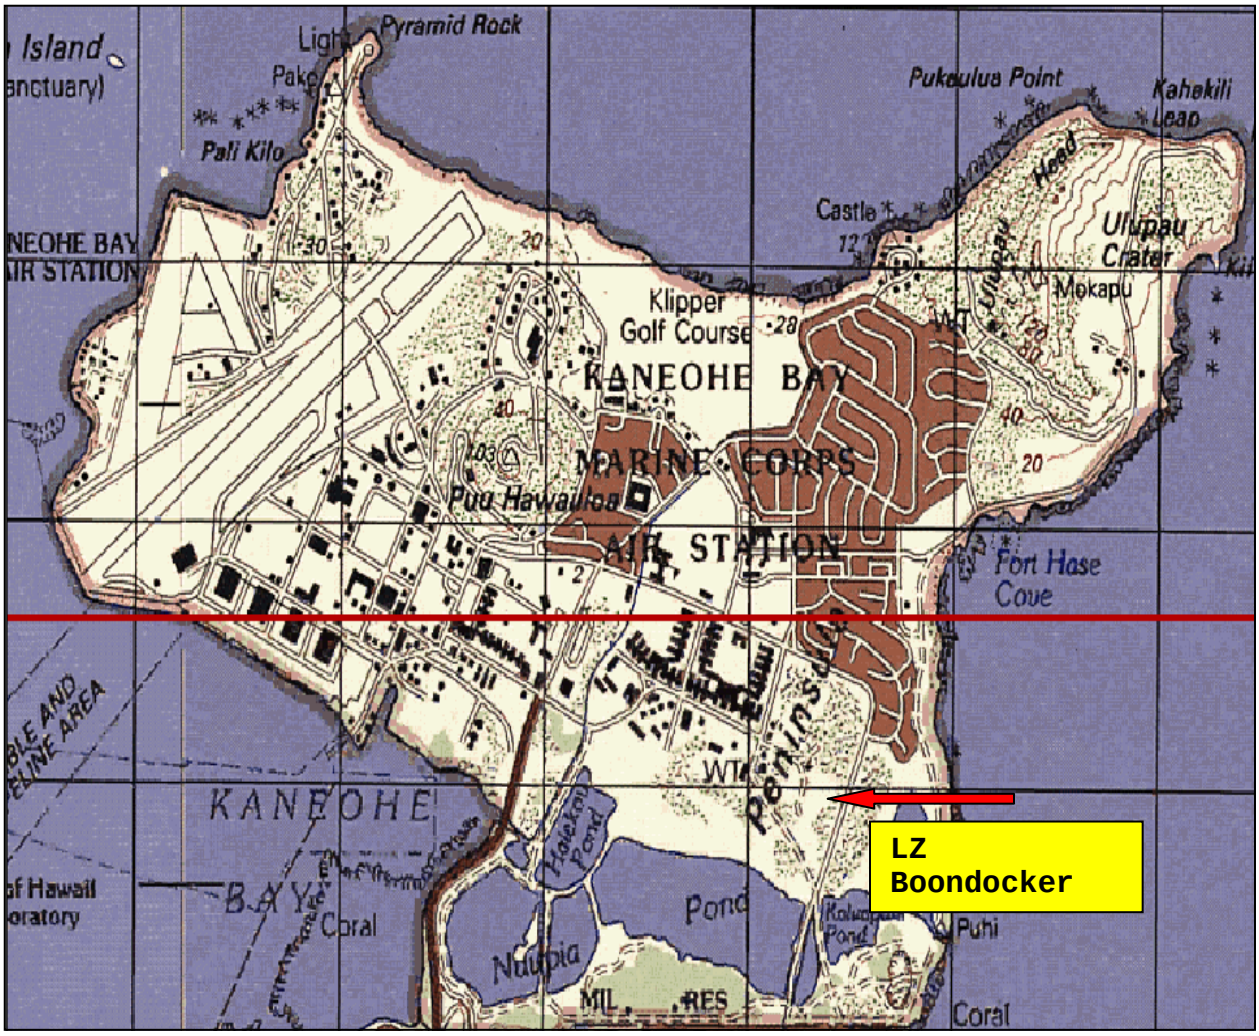

Figure 4-2 Location of LZ Boondocker
a. LZ Boondocker is an open area 250 ft. by 300 ft. located inside the Boondocker TA. The LZ is approximately 350 meters southeast of the Combat Convoy Simulator. This LZ is used as a tactical LZ for troop inserts/ extracts and special patrol inserts/extracts (SPIE)/rappelling. This LZ is intended for use by helicopters only. Utilization of this LZ by any other organization must first be requested and approved in writing by MCB Hawaii, O&T Directorate. Aircraft generated noise and its effect on the residents of both MCB Hawaii and surrounding community and effects on the endangered water birds in the adjacent Nu'upia Ponds WMA are of great concern. LZ Boondocker usage must be coordinated and conducted so as to avoid adverse public reaction. Use of LZ Boondocker will be tempered by operational training necessity. Figure 4-2 details the location of LZ Boondocker.
(1) LZ Boondocker is restricted to day VFR use only.